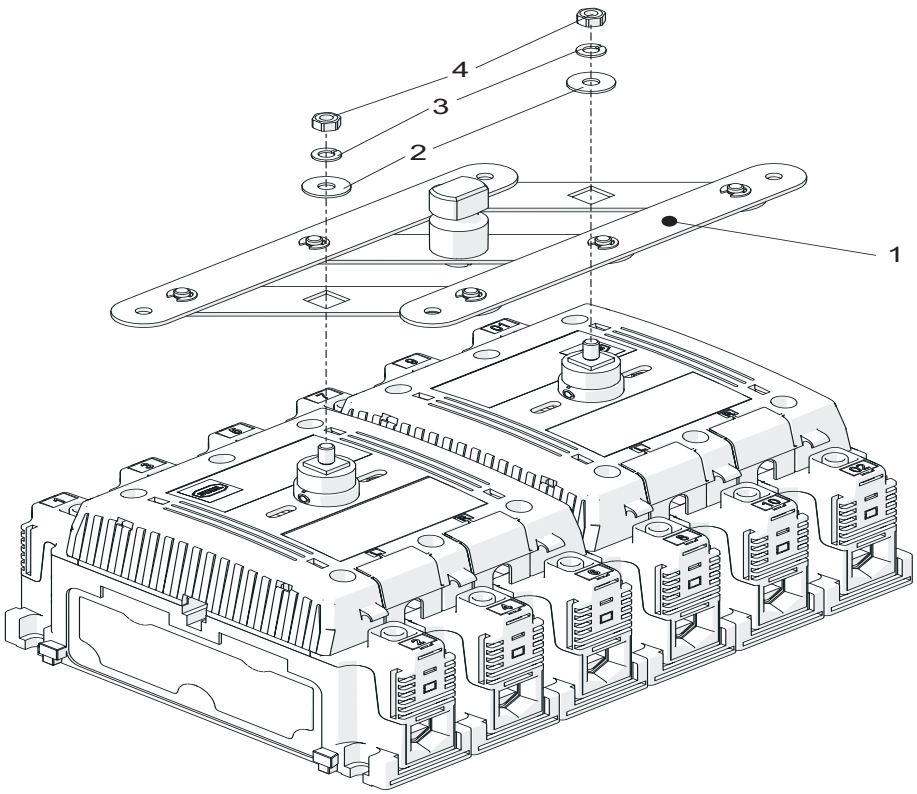

Fig. 7-9: installazione dell'azionamento in parallelo
- Prima di installare l'azionamento in parallelo (1) assicurarsi che i due interruttori si trovino nella posizione zero.
- Posizionare l'azionamento in parallelo (1) e le rondelle (2) sugli alberi di commutazione degli interruttori come illustrato nella Fig. 7-9.
- Stringere i dadi M6 (3) con coppia di serraggio 4,5 Nm.